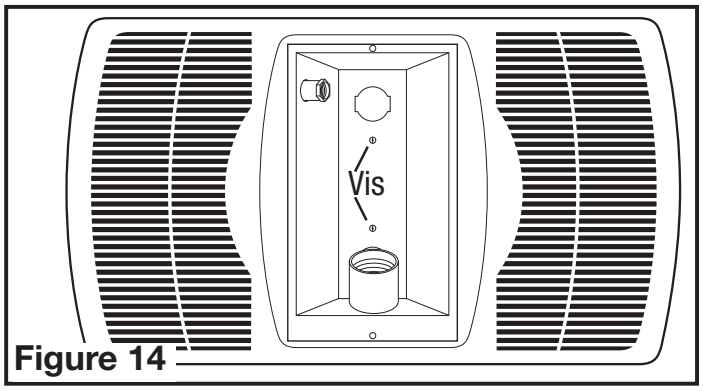

Figure 14
4. Attacher le réflecteur de lumière en place avec les deux vis enlevées durant l'Étape 2 de la SECTION 1 Préparation de l'unité, de sorte que la grille s'ajuste solidement contre le plafond **(Figure 14).**